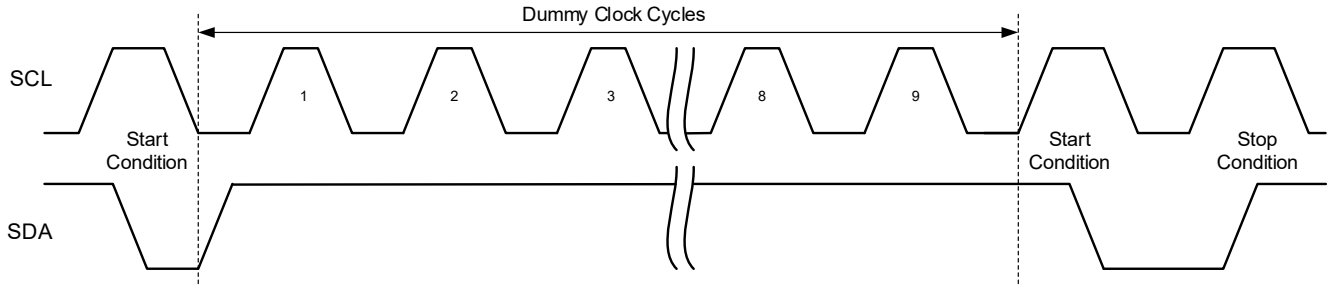

Figure 6. 2-Wire Software Reset
3. Create another Start condition followed by Stop condition (see Figure 6).